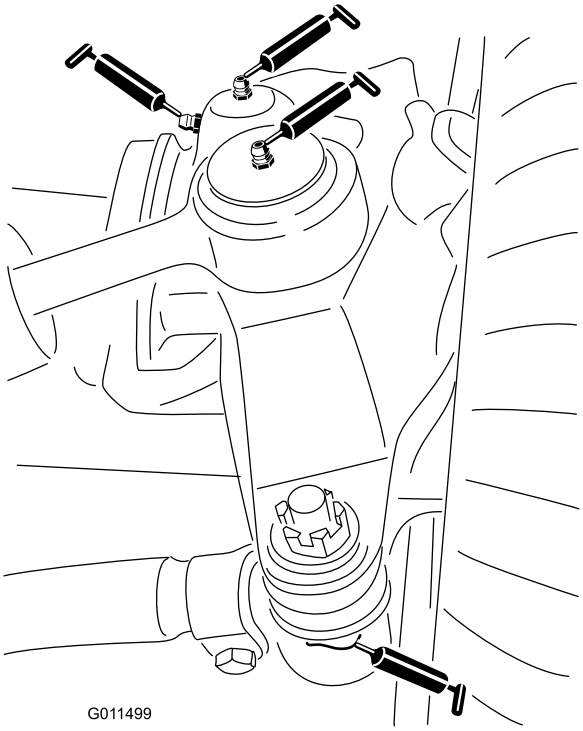

図 36
- ステアリングシリンダのボールジョイント 2ヶ所図 36
- タイロッドのボールジョイント2ヶ所 図 36
- キングピンのブッシュ 2ヶ所 (図 36).